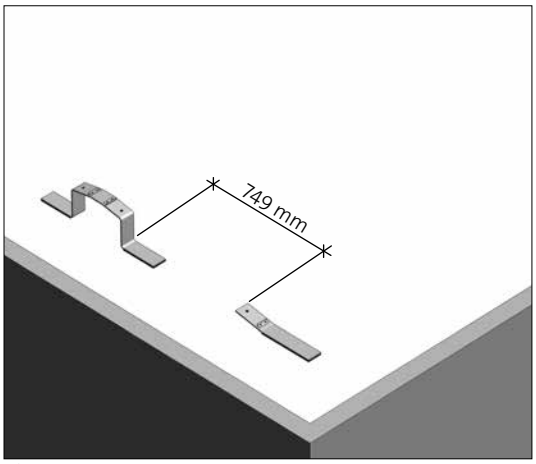

Fig. C 3-2
1. Une fois la pose de la première rangée terminée, l'écartement avec la rangée suivante est défini automatiquement et le opérations de pose de la figure C 3-2 sont répétées à l'identique. Pour la dernière rangée à l'arrière du générateur, les supports d'extrémité sont mis en place et lestés selon les indications de l'étude du projet. Le nombre et l'écartement entre les blocs de lest peut être adapté selon les charges de vent.